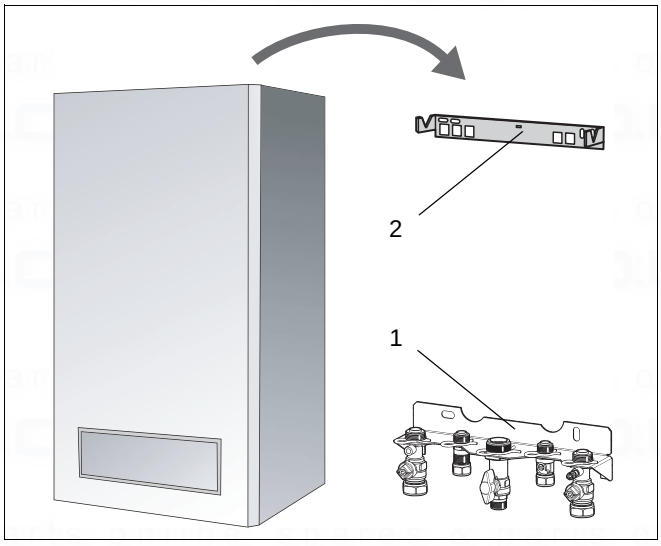

fig. 5 Installation
- Attach the manifold assembly (located at top of boiler) to the wall (→ fig. 5, item 1).
- Attach the wall bracket (→ fig. 5, item 2).
- Hang the condensing gas boiler onto the wall bracket (→ fig. 5).